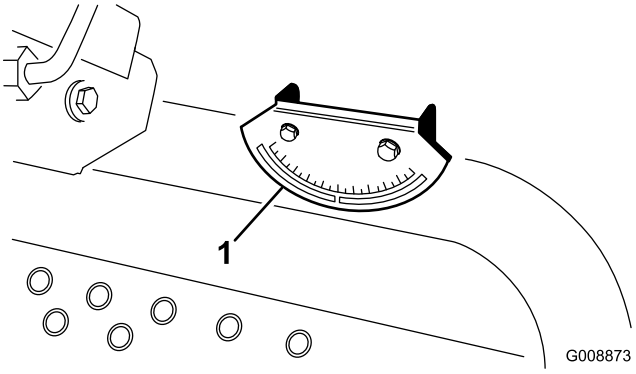

Figuur 5
2. Controleer of de machine horizontaal staat door een inclinometer (geleverd bij de machine) op de dwarsstang van het frame bij de brandstoftank te plaatsen (Figuur 5). De inclinometer moet nul graden aangeven gezien vanuit de positie van de bestuurder.